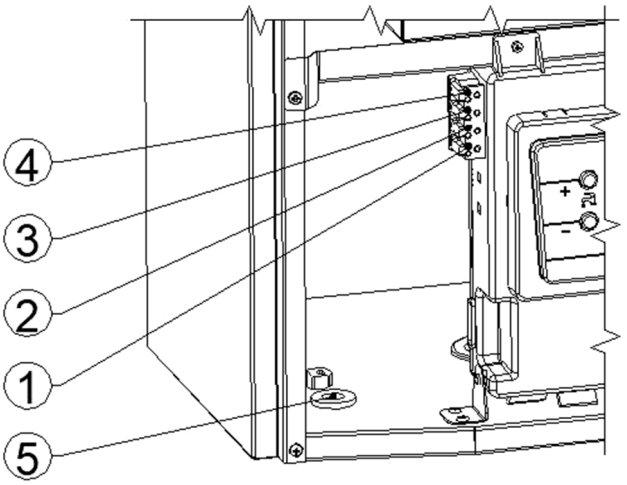

Рис. 11. Подключение дополнительных устройств
– удалить перемычку между клеммами 1 и 2 на колодке блока управления (рисунок 11);
– продеть двухпроводной кабель, идущий от термостата, через проходную муфту 5 в корпусе и подключите его к клеммам 1 и 2 (рисунок 11);
– продеть двухпроводной кабель, идущий от датчика, через проходную муфту 5 в корпусе и подсоедините его к клеммам 3 и 4 (рисунок 11);